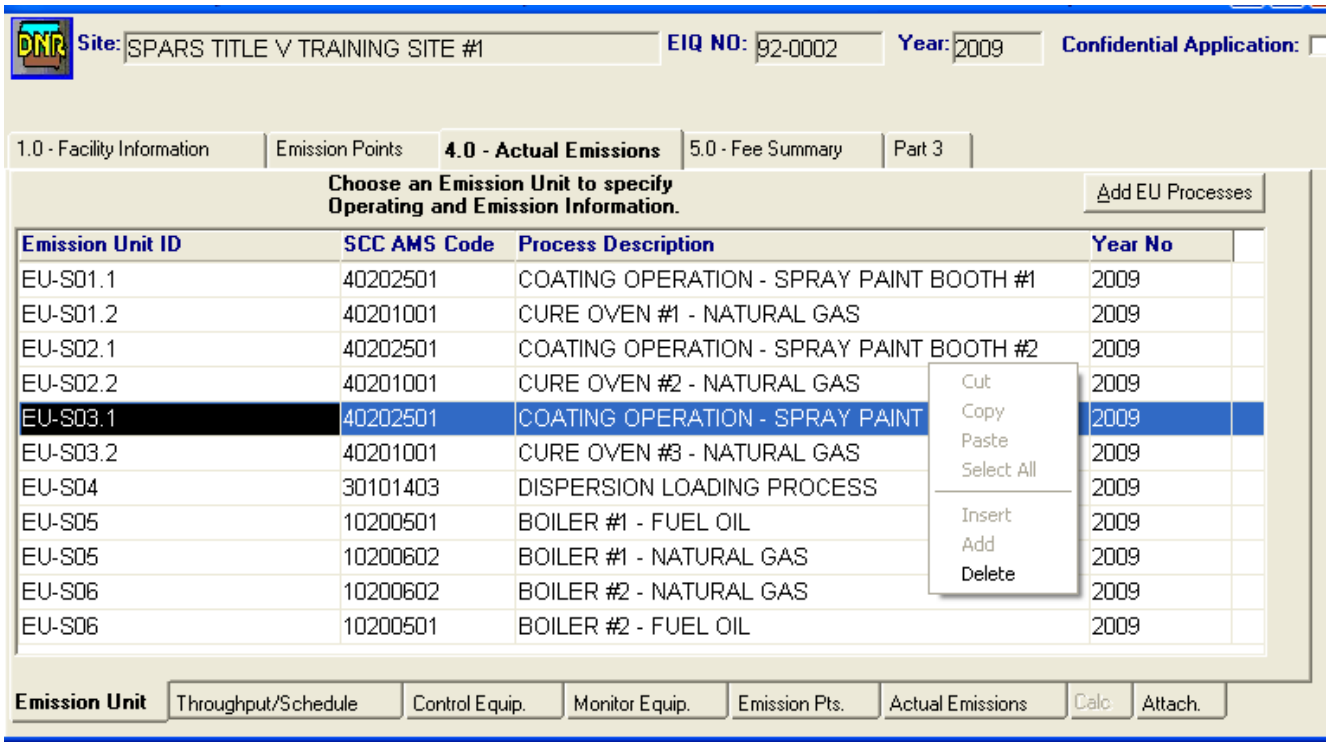

Figure 9.29 – Deleting EU-S03.1 from the current inventory.
6. Go back to the **Emission Unit** sub tab. Make sure that the emission unit/process to be removed is highlighted. Right click and select "Delete" to remove the emission unit/process from the inventory (see Figure 9.29).